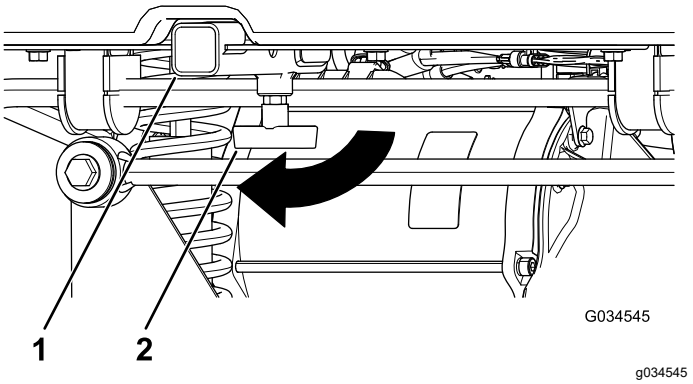

Figuur 20
1. Zet de T-hendel los door deze rechtsom te draaien (Figuur 20).
2. Breng uw accessoire aan in de houder en zorg dat de gaten overeenkomen (Figuur 20).